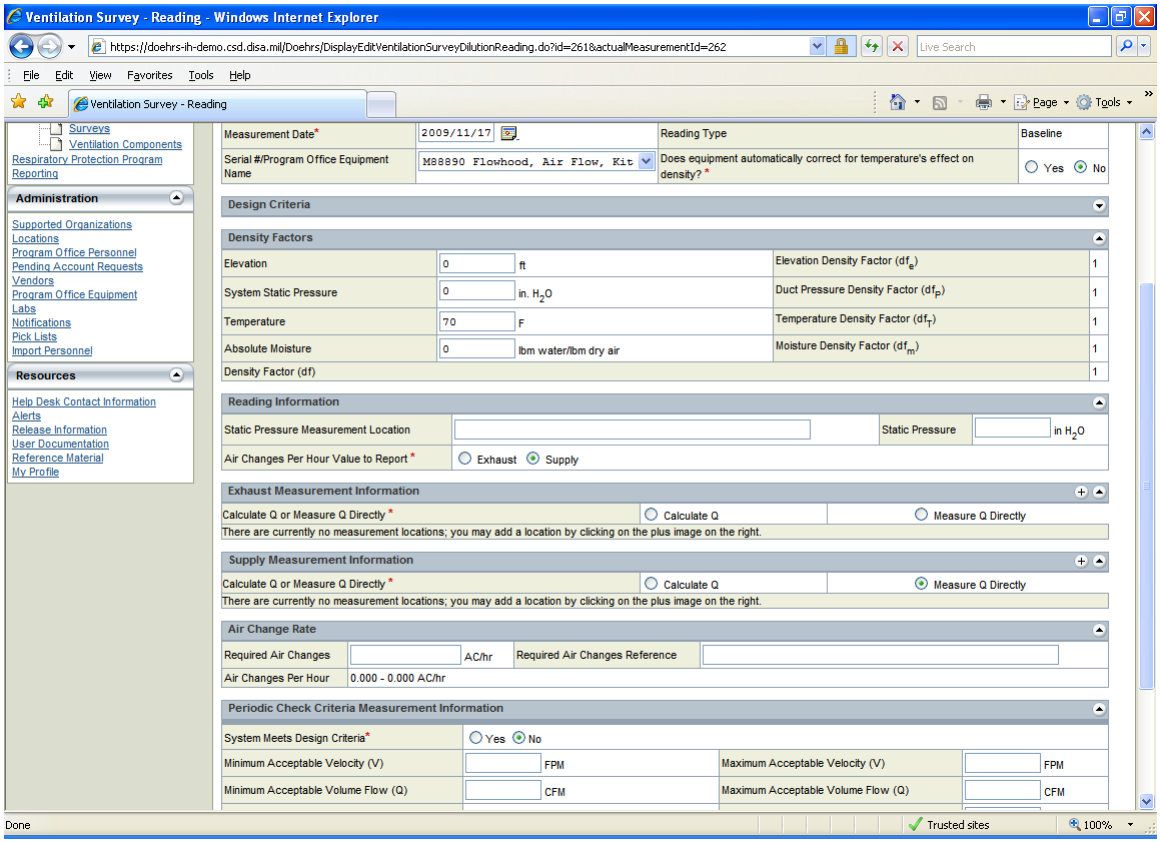

Figure 15-47. Ventilation Survey – Dilution Readings Information
Expand the Supply Measurement Information tile and select the appropriate radio button as to whether the volumetric flow rate (Q) will be derived from the velocity measurements (Calculate Q) or whether the volumetric flow rate will be measured directly using a flow hood (Measure Q Directly). The system will not allow for a mixture of Calculate Q values or Measure Q Directly values. All measurements have to be one or the other. The user selects Measure Q Directly in this example and clicks on the '+' symbol to add components to be measured. (Figure 15-47)